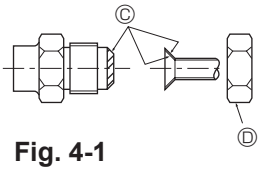

Fig. 4-1
Ⓐ (Fig. 4-1)
Ⓑ (Fig. 4-1)
- Appliquer un film mince d'huile réfrigérante sur la surface du tuyau et du support du joint avant de serrer l'écrou évasé. Ⓐ (Fig.4-1)
- Utiliser deux clés pour serrer les connexions des tuyaux. Ⓑ (Fig.4-1)
- Appliquer de l'huile réfrigérante sur toute la surface évasée du fond. Ⓒ (Fig.4-1)
- Utiliser les écrous évasés correspondant aux tailles de tuyaux suivantes. Ⓓ (Fig.4-1)